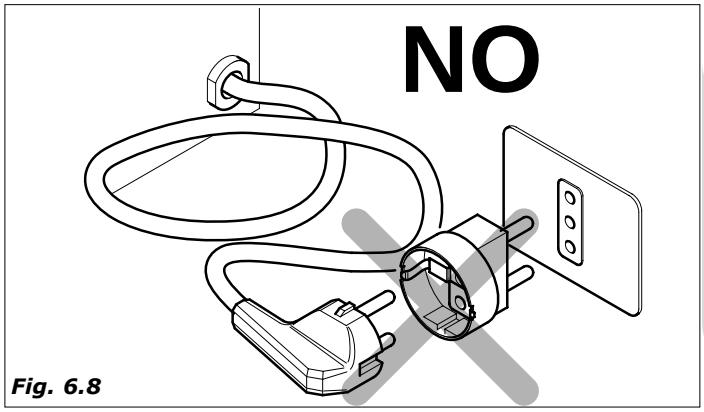

Fig. 6.8
- As tomadas não compativeis com a do aparelho devem ser substituidas *(Fig.6.8).*